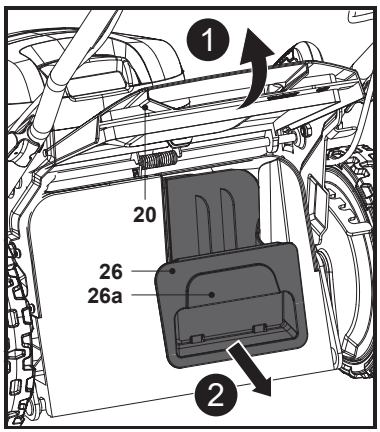

Fig. 13
2. Maintenir la poignée encastrée (26a) et extraire l'obturateur mulching (26) de la goulotte d'éjection arrière (23), puis retirer l'obturateur mulching (26) (Fig. 13).